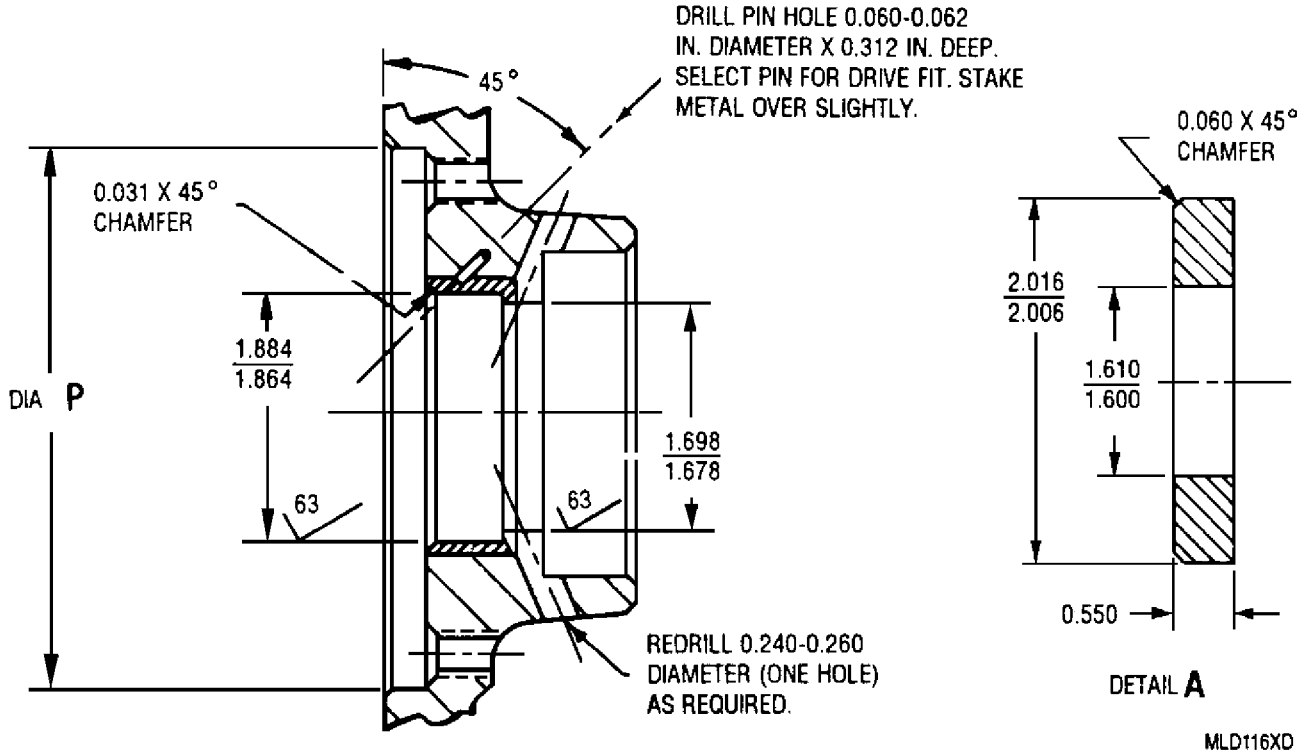

Figure 4. Fuel Pump Mounting Pad Bushing Repair
a. Fabricate a bushing from magnesium or aluminum per Detail A, figure 4.
b. Machine bore per figure 4. The bushing must have a 0.0005 − 0.0015 in. press fit and be centrally located with reference to the finish bushing ID within 0.003 in. FIR. The bushing ID must be concentric with Diameter P within 0.002 in. FIR.
d. Machine bushing per figure 4. Machine bushing flush to 0.001 in. below pad face. Use a 0.125 in. diameter drill to insure that the oil drain holes are not restricted. Use a 0.178 − 0.198 in. diameter drill on one hole only.
e. Pin bushing per figure 4. Select a pin for drive fit. Pin must be flush or below surface. Stake metal over slightly.